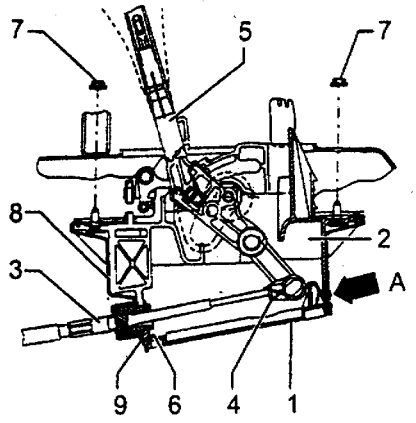

图 3－19
(2) 对有密码的收音机，先记下密码。
(3) 脱开蓄电池的接地线。
(4) 拆下换档杆的手柄。
(5) 拆下中央控制台。
(6) 举升汽车。
(7) 拆卸三元催化装置或前排气管。
(8) 如图 3－19 所示，按照箭头 A 的方向按下弹簧锁，松开盖板，从安装支架 2 上取下盖板。